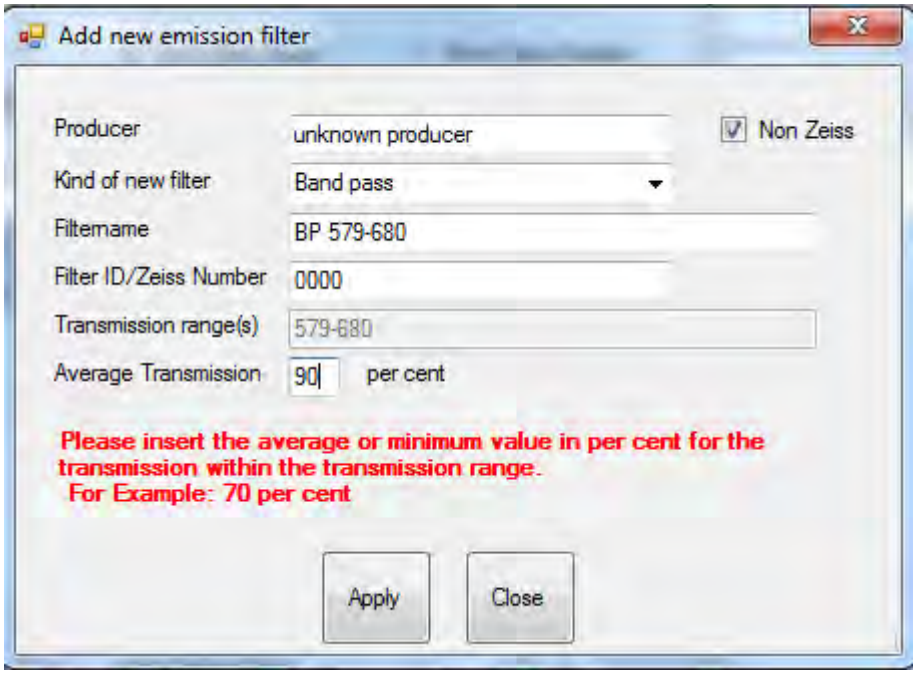

Fig. 15 Add new emission filter window
- The **Add** button becomes active and upon clicking **Add** the **Add new emission Filter** window opens (Fig. 15).